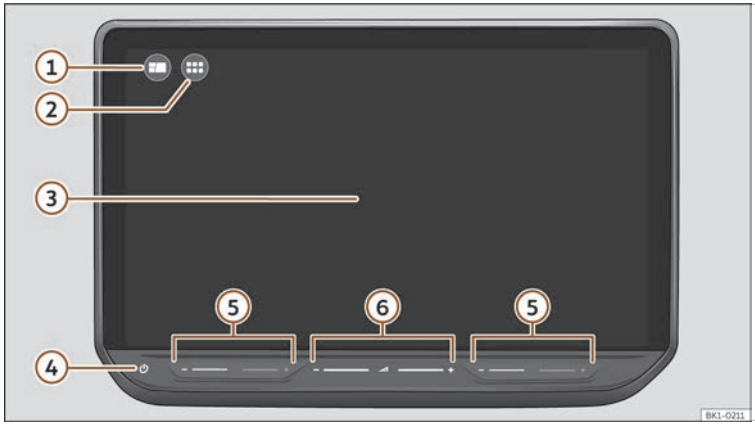

**Fig. 159** Overview: control unit
Customise the top menu or the HOME >>> **Fig. 159** ① view to quickly access your favourite or most frequently used functions.